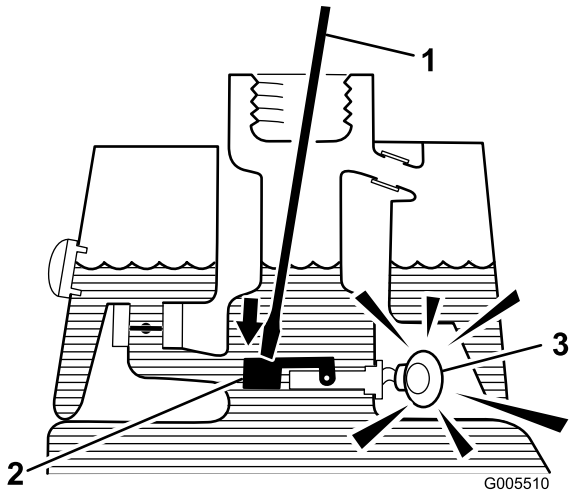

Figuur 13
3. Steek een schone staaf of schroevendraaier in de vulbuis en druk de vlotter van de oliepeilsensor voorzichtig naar beneden.Figuur 13 Het alarm zou moeten afgaan na een seconde.